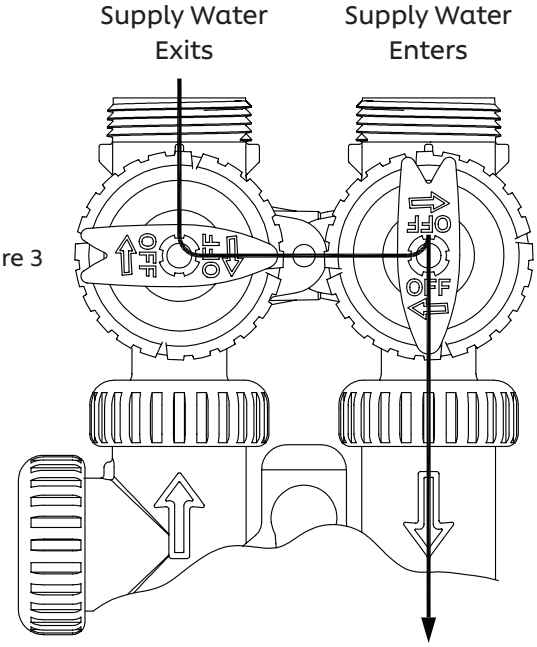

Figure 3
3. **Diagnostic Position:** The inlet handle points in the direction of flow and the outlet handle points to the center of bypass valve, system water pressure is allowed to the control valve and the plumbing system while not allowing water to exit from the control valve to the plumbing. (See Figure 3 on page 5)